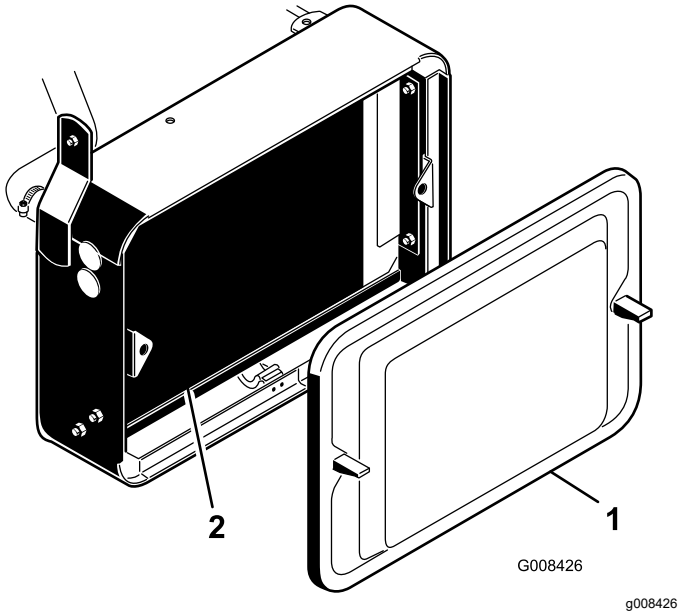

Figure 44
1. Retirez l'écran du radiateur (Figure 44).